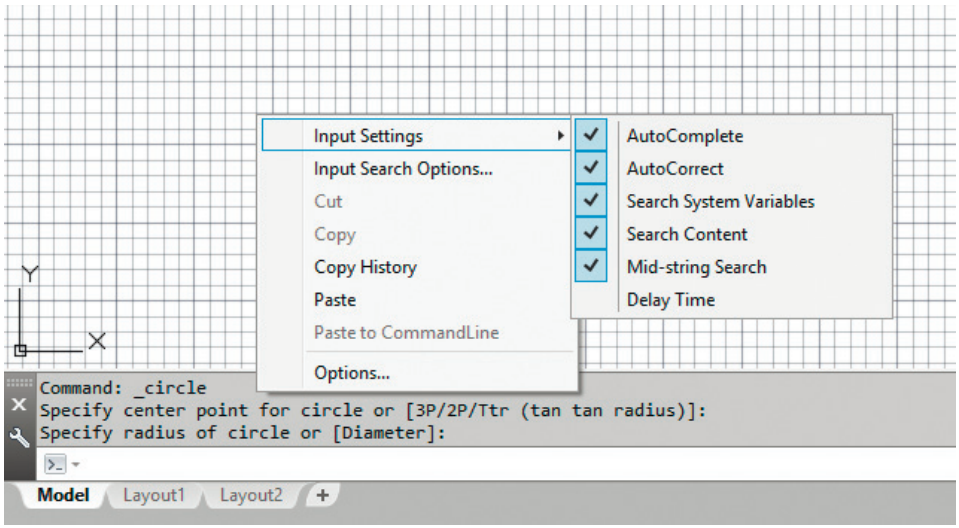

Рис. 2.21. Контекстное меню командной строки
- *командная строка* – вызывается щелчком правой кнопкой мыши на командной строке или в окне команд. Служит для вызова функций, используемых при работе с командной строкой (рис. 2.21);